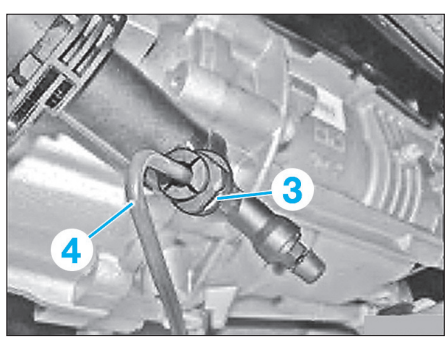

Fig. 23
• Déverrouiller l'agrafe en (3) **(Fig.23)**.
• Déposer la conduite hydraulique (4).